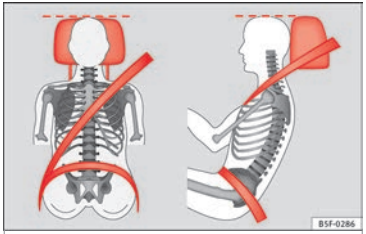

Fig. 74 Correctly adjusted head restraint as viewed from the front and the side.
– Adjust the head restraint so that its upper edge is, as far as possible, at the same level as the top of your head, or at the very least, at eye level **»» Fig. 74**.